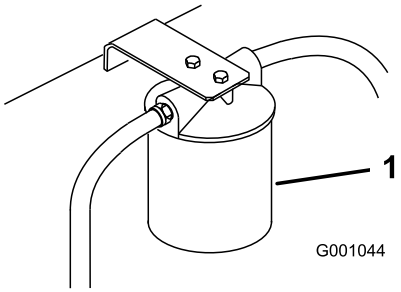

Figur 76
3. Stil et aftapningskar under filteret, fjern det gamle filter, og tør filteradapterpakningens overflade ren (Figur 76).